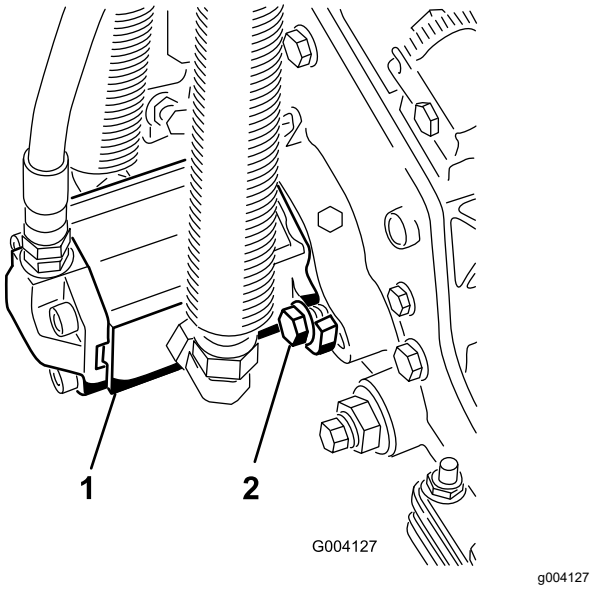

Figura 20
17. Instale o motor rodando-o no sentido dos ponteiros do relógio de forma a que as flanges do motor se afastem dos parafusos (Figura 20).